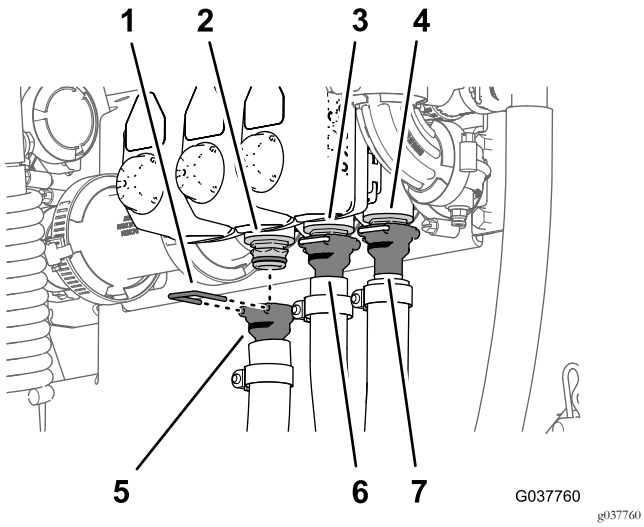

Figuur 84
2. Monteer de rechte slangpilaar van de toevoerslang voor de linkerspuitboom op de snelkoppelfitting aan de linkerspuitboomklep (Figuur 84).
3. Koppel de rechte slangpilaar aan op de snelkoppelfitting; gebruik de borgclip die bij de slang geleverd werd (Figuur 84).